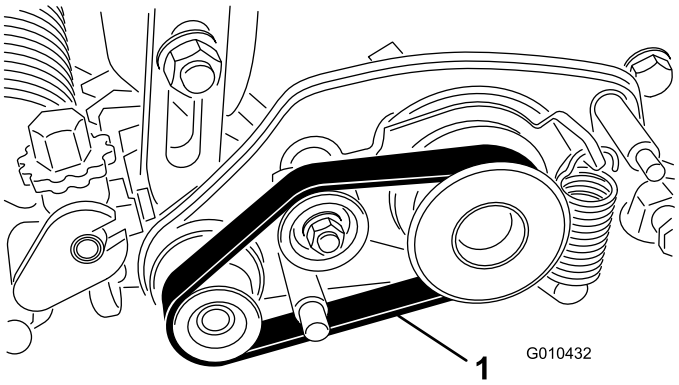

Figuur 18
2. Leid de riem over de aangedreven poelie, spanpoelie en poelie-eenheid zoals wordt getoond in Figuur 18.